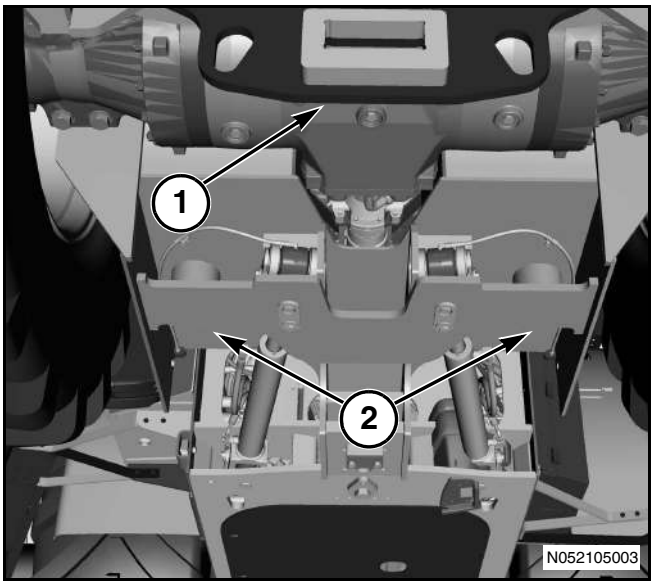

Рис. 111
Рис. 111: Установите подходящее подъемное устройство под задней плитой (1). Немного поднимите задний конец машины от земли. Убедитесь в том, что подъемное устройство способно поднять вес машины.